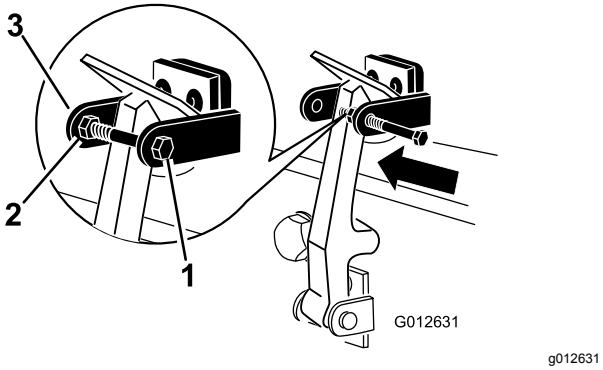

**Figur 6**
7. Skru bolten ind i den anden arm på hjelmlåsebeslaget for at låse låsen på plads (Figur 6). Spænd bolten godt, men spænd ikke møtrikken.